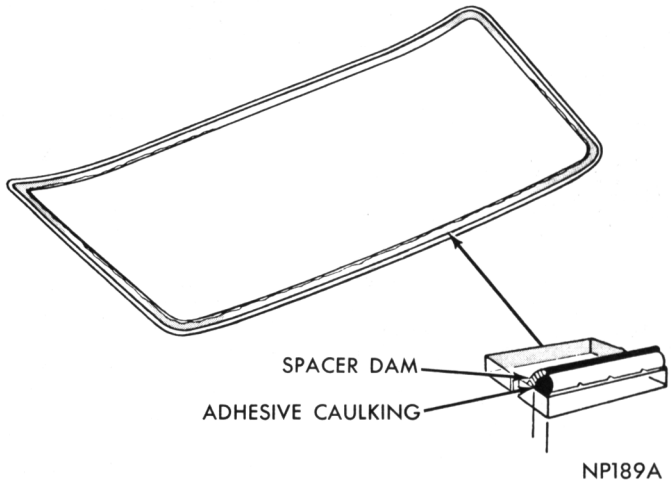
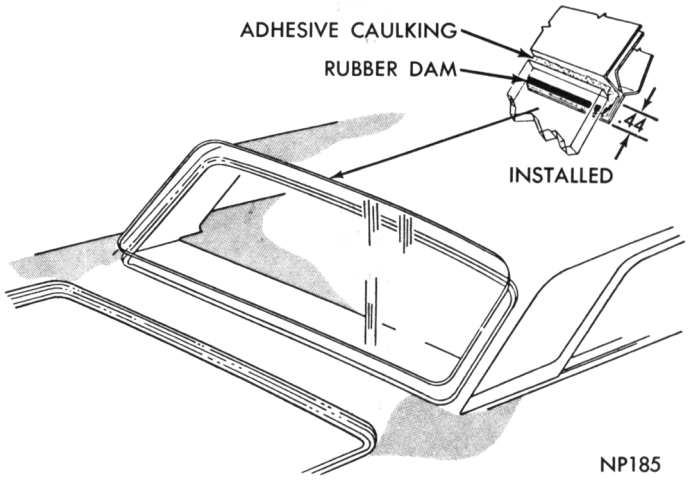

Fig. 3—Adhesive Application to Glass
Fig. 4—Window Installation
(11) Insert adhesive tube into a standard household caulking gun, install nozzle on end of tube, and puncture adhesive seal at nozzle.
(12) Apply a smooth continuous 3/8 inch bead of adhesive on glass between glass edge and spacer dam (Fig. 3).
(13) When positioning glass in opening, alignment must be exact to prevent necessity of moving glass after adhesive contacts fence.
(14) With an assistant and using suction cups on glass, **align tape on glass with tape on body, make certain glass will set on rubber spacers and install glass in opening (Fig. 4).**
(15) Press glass **lightly** to adhere adhesive to fence flange.
(16) Run a flat wooden or fiber tool around entire edge of glass to force adhesive into opening between edge of glass and reveal.